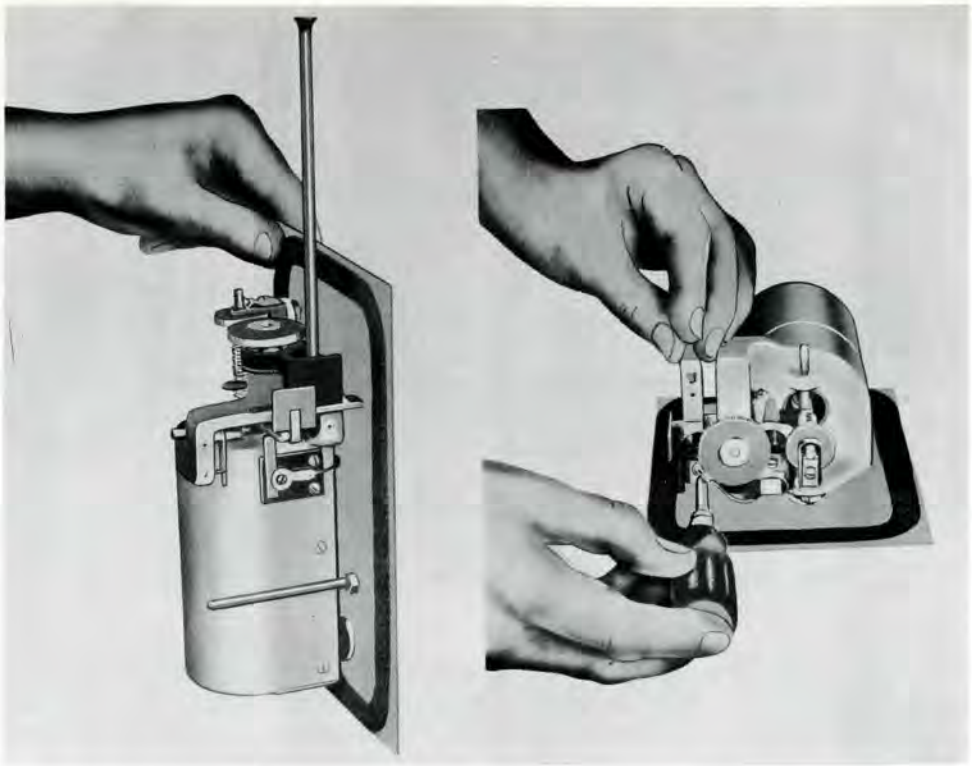

Figure 6-15. Removal of Stationary Contacts
a. REMOVAL OF STATIONARY CONTACTS FROM REGULATOR RELAY (figure 6-15). - The stationary contacts are held by self-locking screws and plates in the pockets of the molded support. These screws, located at the top of the regulator relay and behind the panel are easily reached when the relay cover is removed and the panel swung out. Insert a screwdriver into the self-locking screws and turn in a counterclockwise direction. Remove the contact by pulling straight out from the relay. The other contact can then be removed by the same method.
(1) DIRTY OR OILY CONTACTS. - Remove dirt or oil by brushing. Then clean with a piece of soft, lint-free cloth or chamois soaked in an approved solvent and supported on a piece of flat metal thin enough to prevent crowding the cleaning instrument between the movable and stationary contacts and thick enough to support the cloth or chamois. Wipe with a clean, dry cloth or chamois, similarly supported, to remove any cleaning solvent deposit.
(2) ROUGH OR BURNED CONTACTS. - Remove the stationary contacts as shown in figure 6-15.